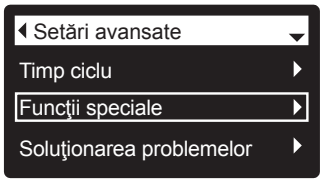

FIG. 84
3. Apăsaţi SELECT (⬭), pentru a afișa meniul setării avansate (fig. 84).